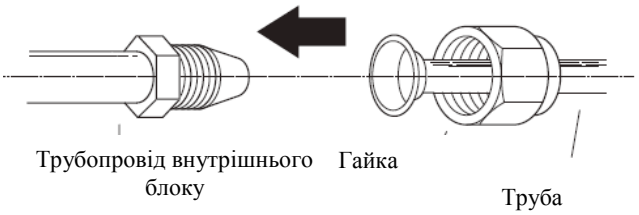

Рис. 5.7
1. Вирівняйте центр двох труб, які ви будете з’єднувати. Див рис. 5.7.